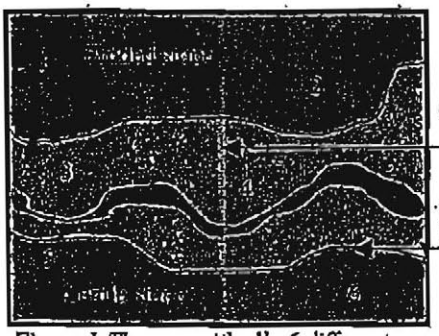

Figure 1: There are ideally 6 different management units in this field because of differences in landscape position and past management.
1. **Define the management units.** A management area is an area that can and will be managed separately from any other. If different field areas have different soil types, past cropping histories, or different production potentials, these areas should be sampled separately and managed separately (See *Figure 1*). If it is impossible for a farmer to manage different areas separately, they should be treated as one management unit.